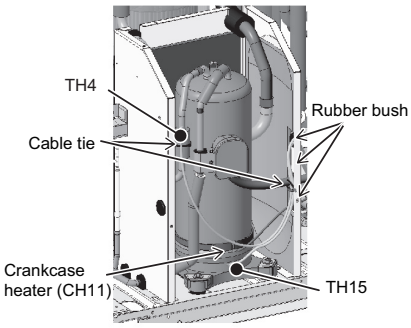

Figure 3
(3) Cut the two cable ties holding TH4 and TH15, and remove the wiring from the rubber bush on the right compressor cover for TH4, TH15 and the crankcase heater (CH11). (2 cable ties, Figure 3)